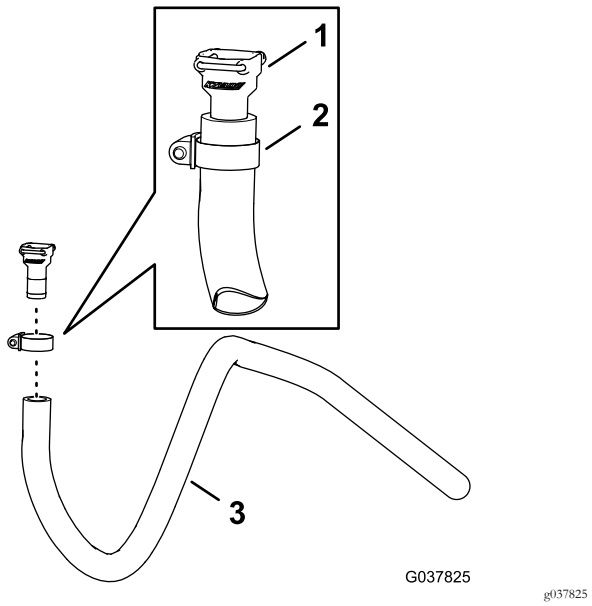

Figuur 97
1. Monteer de rechte slangpilaar (¾") die u verwijderd hebt in stap 2 van De afsluitklep voorbereiden (bladz. 38) met een slangklem op de slang – 1,3 x 180 cm (Figuur 97).